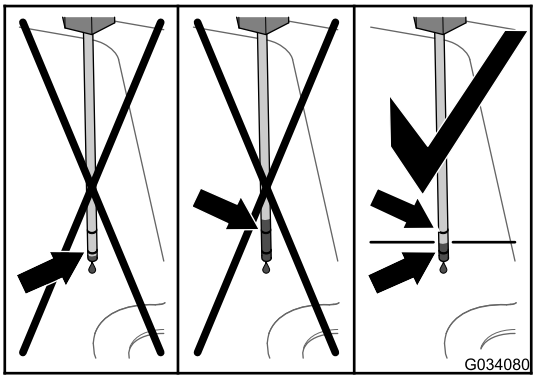
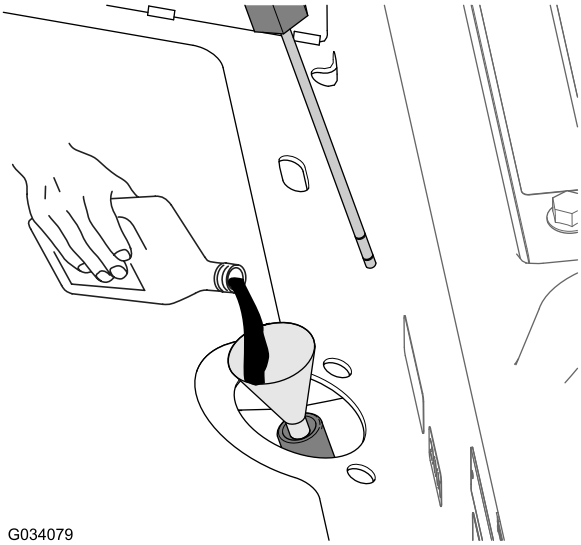

Figur 84
Figur 85
4. Fjern peilestaven, og kontroller væskenivået (Figur 84).
5. Hvis væskenivået er under det nedre merket på peilestaven, fyller du på spesifisert hydraulikkvæske i påfyllingsrøret (Figur 85) til væskenivået stiger til mellom de øvre og nedre merkene når det kontrolleres med peilestaven (Figur 84). Se Spesifikasjon for hydraulikkvæske (side 59).
6. Fyll på spesifisert hydraulikkvæske i påfyllingsrøret (Figur 85 i Kontrollere det hydrauliske systemet og væskenivået (side 60)) til væskenivået i transakselhuset (beholderen) vises ved midtpunktet mellom de øvre og nedre merkene på peilestaven (Figur 84 i Kontrollere det hydrauliske systemet og væskenivået (side 60)). Se Spesifikasjon for hydraulikkvæske (side 59).